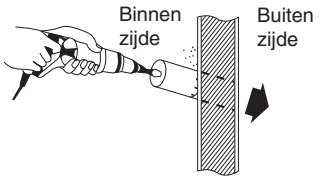

Afb. 3-7
(4) Gebruik een decoupeerzaag, een fretzaag of een grote gatenboor om het gat in de wand te maken. Zie Tabel 3-1 en Afb. 3-7.